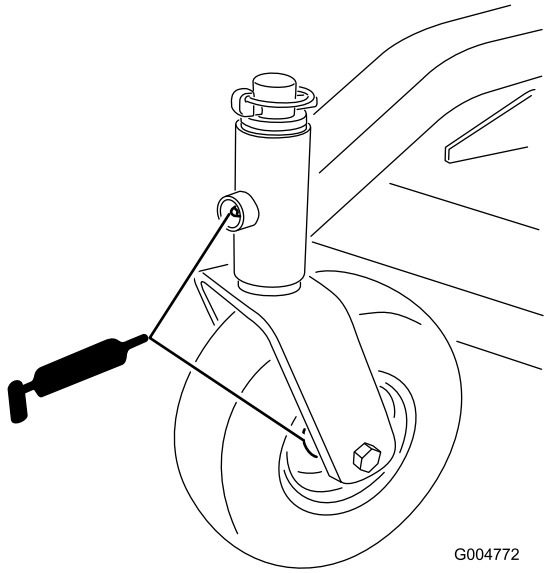

Figur 13
- styrespindelhylser (Figur 13)
- styrehjulslagrene (Figur 13)